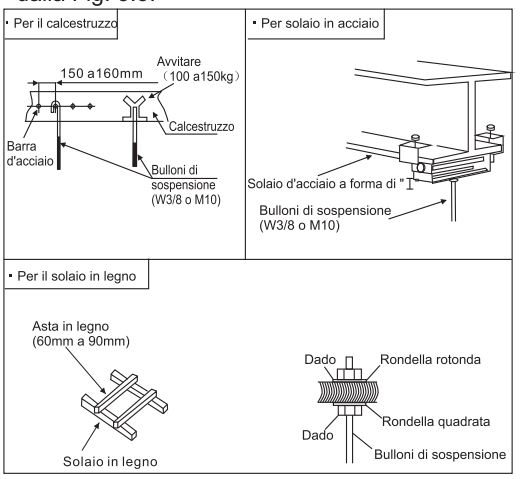

Fig. 3.5 Fissaggio dei bulloni di sospensione
(1) Considerare la direzione dei tubi, il cablaggio e la manutenzione con cura, scegliendo la corretta direzione e posizione per l'installazione.
(2) Installare i bulloni di sospensione come evidenziato dalla Fig. 3.5.